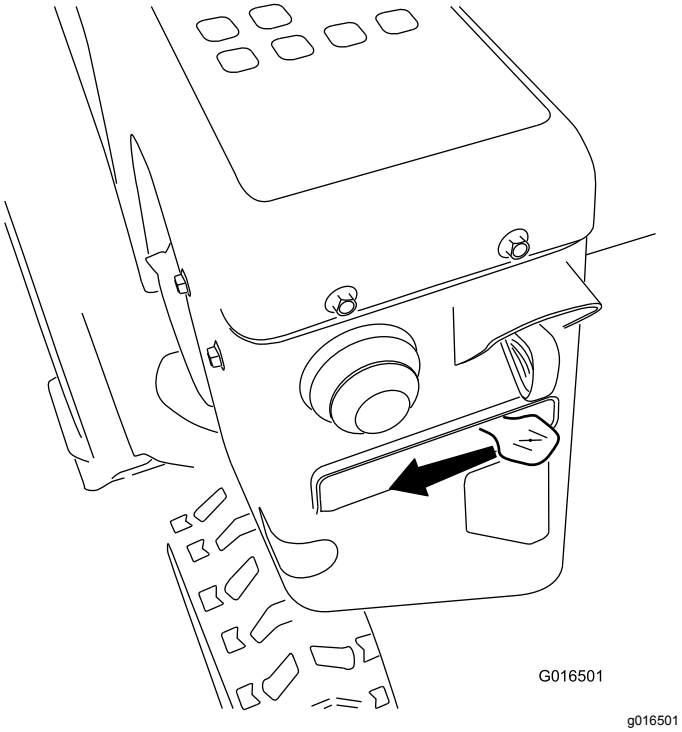

Figur 22
5. Sett choken til CHOKE-stilling (Figur 22).